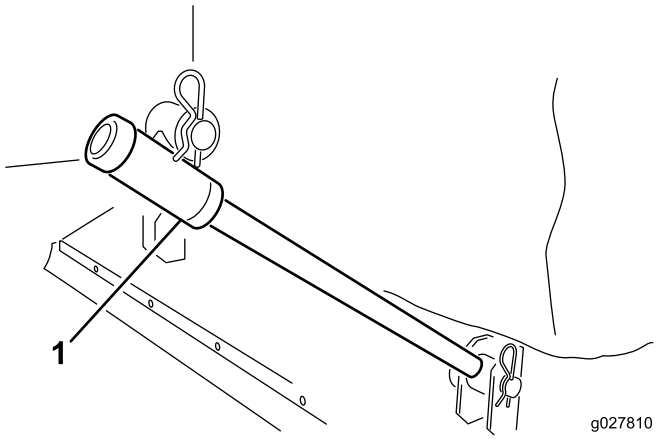

Figure 2
2. Glissez les bras de remorquage sur les goupilles du cadre. Fixez chaque bras de remorquage à la goupille du cadre au moyen d'une rondelle et d'une goupille fendue (Figure 2).